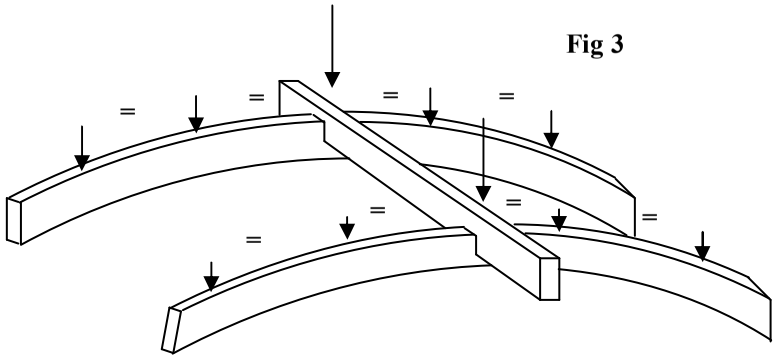

Fig 3
5. Take the two curved roof beams and mark the positions for the rafters. Start at the centre of the beams and mark two equally spaced positions either side of centre as Fig 3.